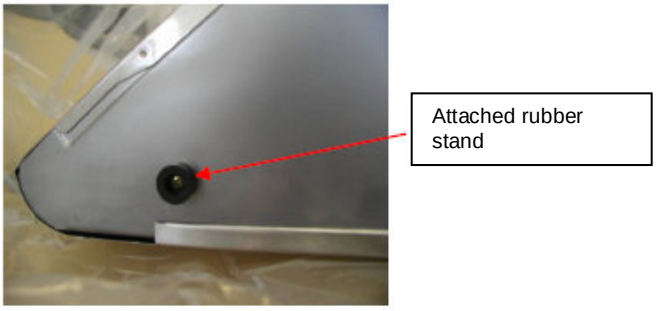

Figura 4
- De ser necesario, coloque dos bases de goma (proporcionadas) utilizando dos tornillos (4 x 8 mm) (proporcionados), en la parte posterior de la campana. Consulte la Figura 4.